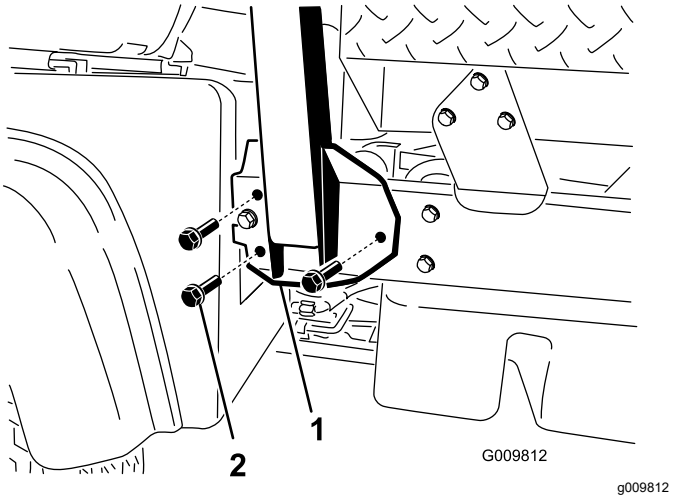

Figur 4
1. Innrett hver side av veltebeskyttelsen med monteringshullene i rammen på hver side av kjøretøyet slik det vises i Figur 4.